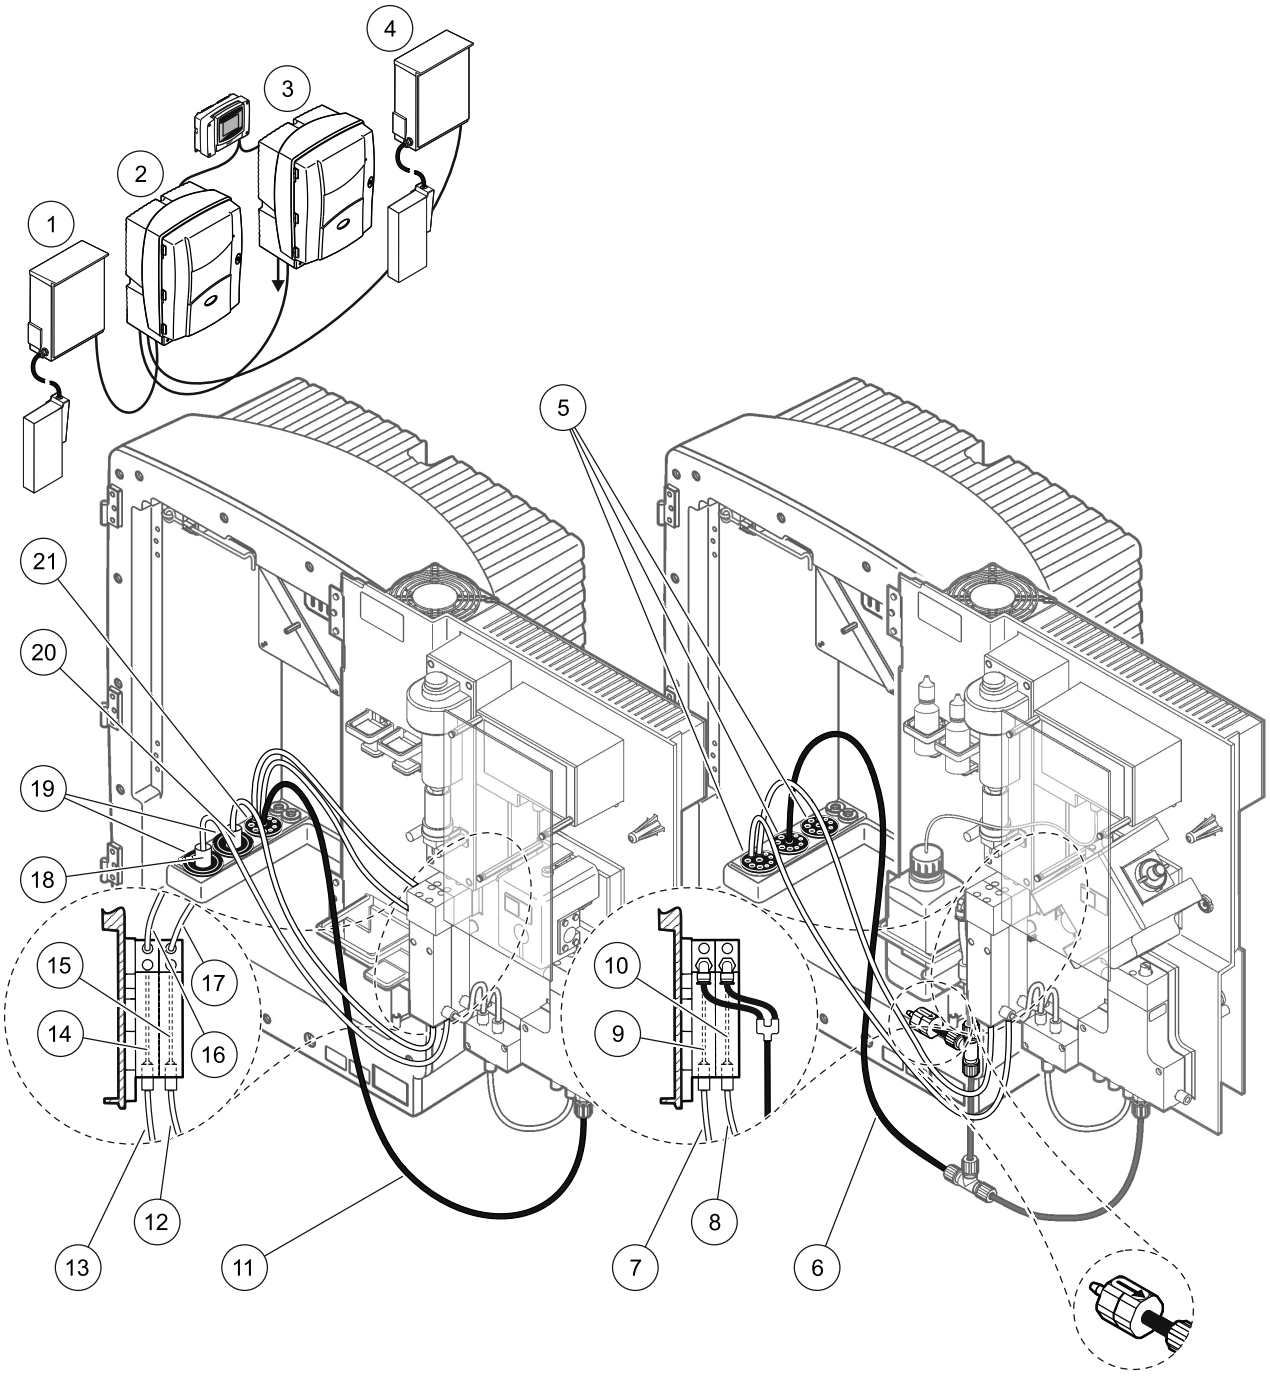

图 37 选项 9b 设置
请参考图 37 以及选项 9b 的以下说明：
a. 通过分析仪从 FILTRAX 1 引出加热的软管（图 37，项目 18）。使用 1 号密封塞加固。